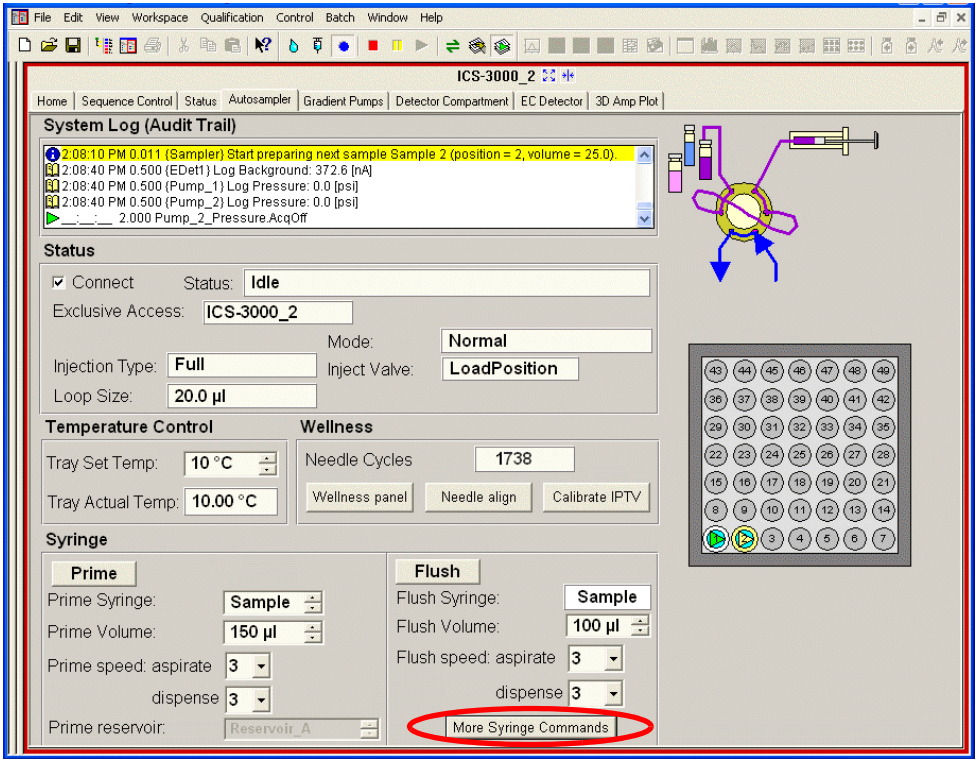

Figure 3-31. Setting Syringe Speeds on the Control Panel
1. Go to the Autosampler Control panel (see Figure 3-31). Under **Syringe**, select the desired speeds for aspirating and dispensing liquids during priming and flushing. 1 is the slowest speed and 5 is the fastest.